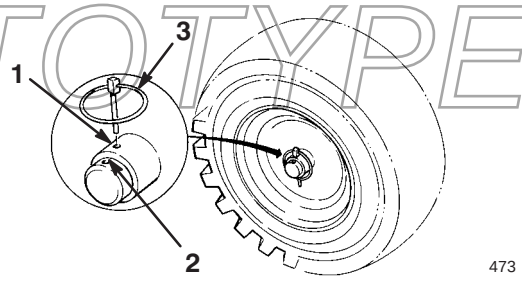

Bild 5
7. Schieben Sie die Räder nach innen und bringen Sie die Achszapfen durch die Bohrungen in der Radnabe sowie durch die **innere** Bohrung der Achse an (Bild 5).